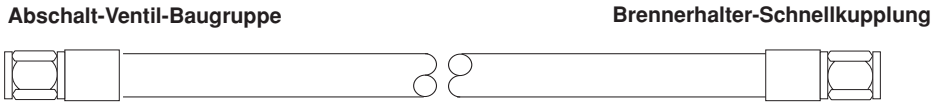

Abbildung 3-27 Sekundärgas-Schlauchpaket, 3/12", grau, Rechtsgewinde, Gasschlauch-Anschlußstück Größe “A”
⑯ **Sekundärgasschlauch (Abb. 3-27)**